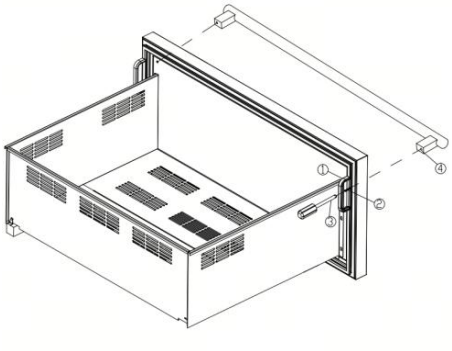

Figura 1
1) Rimuovere la guarnizione della porta nella zona in cui deve essere posizionata la maniglia installato , come illustrato nella Figura 1. La guarnizione si rimuove facilmente a mano, senza bisogno di attrezzi. necessario.